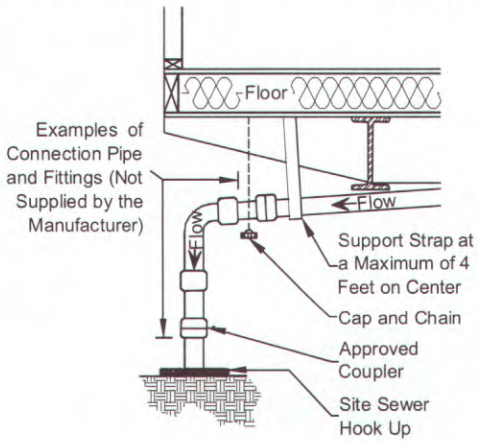
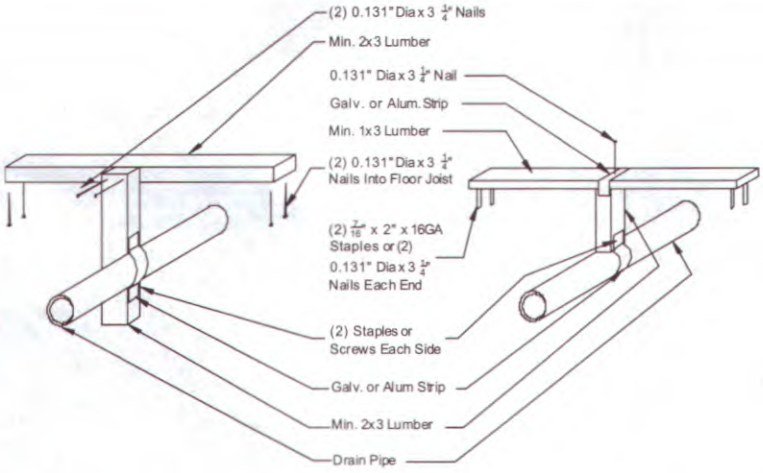

Figure 66. *DWV connection to sewer/septic*
Figure 67. *DWV pipe support options*
4. **Connect to outlet.** Connect the main drain line to the site sewer/septic hookup, using an approved elastomer coupling (**Figure 66**).
5. **Install supports.** Install permanent drain line supports at a distance of four feet o.c. or less (see **Figure 64, Figure 65, Figure 66,** and **Figure 67**).